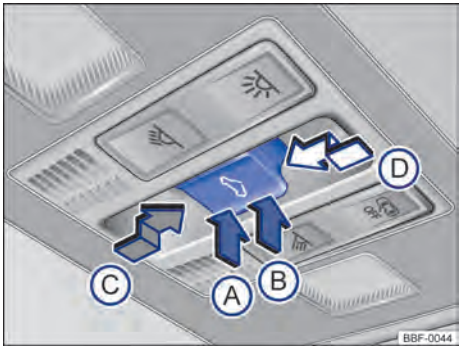

Fig. 62 No revestimento do teto: botões para teto solar e cortina de proteção solar.
– *Levantar o teto solar:* pressionar o botão → Fig. 62 Ⓑ até o primeiro nível. Curso automático: pressionar o botão Ⓑ até o segundo nível.
– Pressionar o botão ⊂⊃ até o segundo nível → Fig. 62 Ⓓ, até que o teto de vidro esteja totalmente fechado.